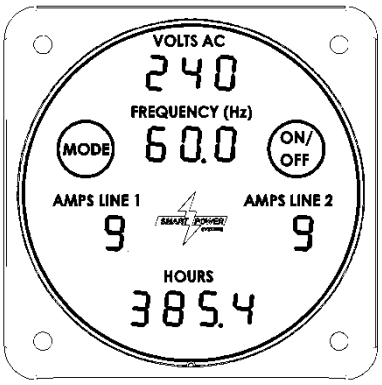

Figure 13 – Normal Operating Mode
1. The Command & Control Center will show the generator's output voltage, frequency, current, and system run time whenever the Command & Control Center is in Normal mode. To access Normal mode, press the Mode switch repeatedly until the correct information is displayed (reference Figure 13).